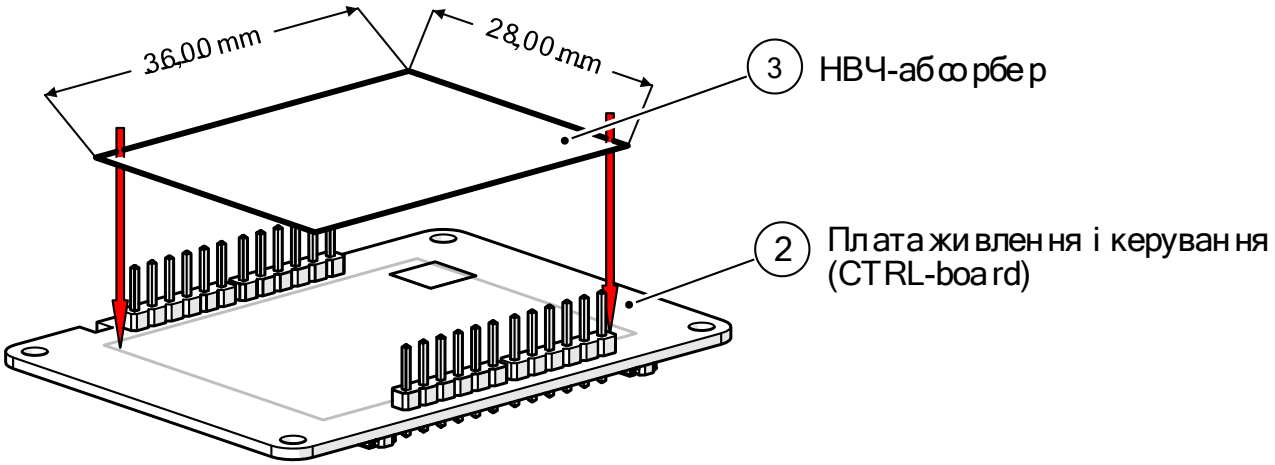

Рисунок 4
4.5. Наклеїти RF-абсорбер на bottom сторону FSCTRL-board (Рисунок 4).